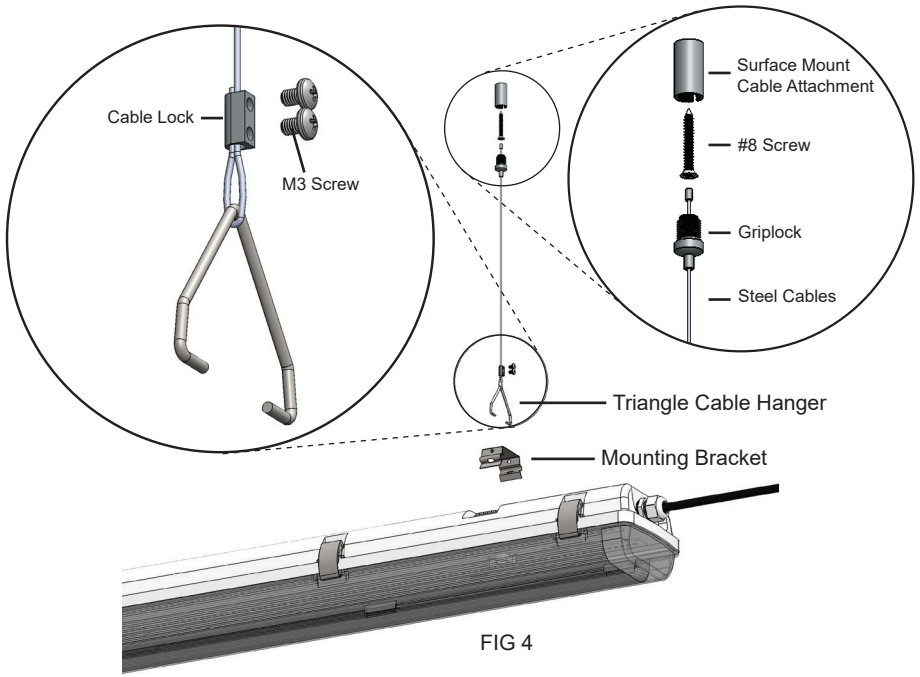

FIG 4
5. Attach Mounting Brackets to Vapor Tight LED Fixture. (FIG 4)